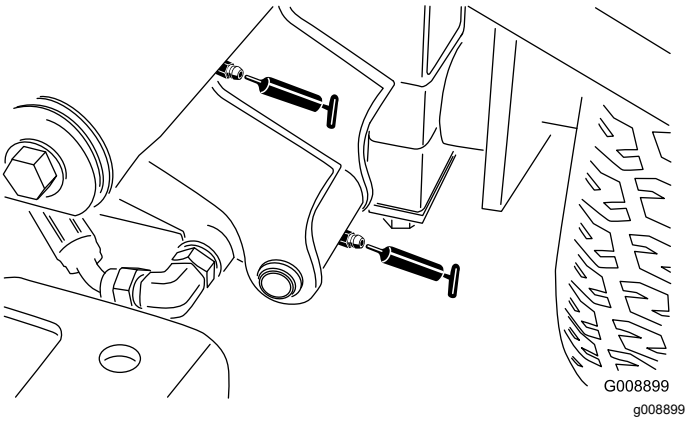

Figuur 65
- Draaipunt van voorste hefarm links en hefcilinder (2 nippels – Figuur 65)